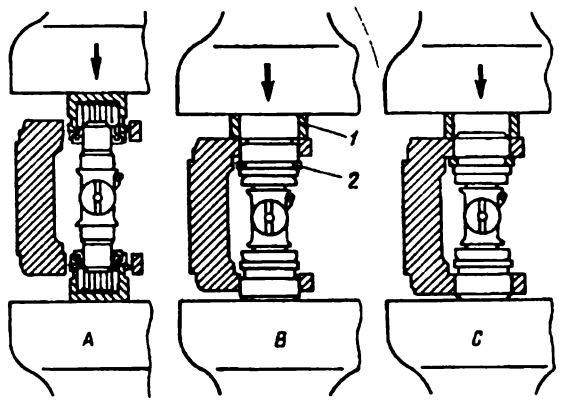

Рис. 120. Последовательность сборки карданного шарнира:
3. Сожмите подшипники до упора, пока один из подшипников не запрессуется заподлицо с торцом ушка (рис. 120А).
4. Легкими ударами молотка вставьте в канавку полностью запрессованного подшипника стопорное кольцо (рис. 120В) белого цвета.
5. Приставьте монтажное кольцо *1* к торцу ушка фланца или вилки со стороны запрессованного подшипника и сожмите шарнир настолько, чтобы стопорное кольцо дошло до внутреннего торца ушка (рис. 120С).